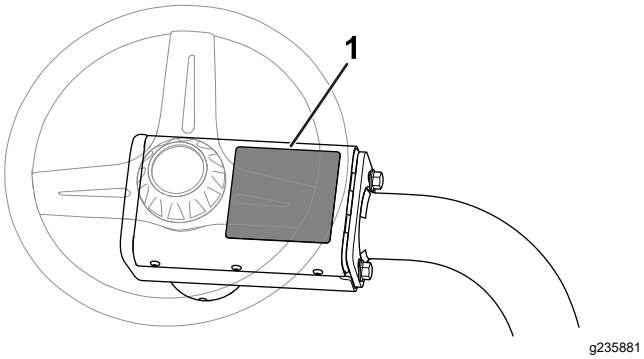

Figure 13
- Apposez l'autocollant de sécurité CE (réf. 136-8505) sur l'autocollant de sécurité existant (réf. 136-8506) ; voir Figure 13.